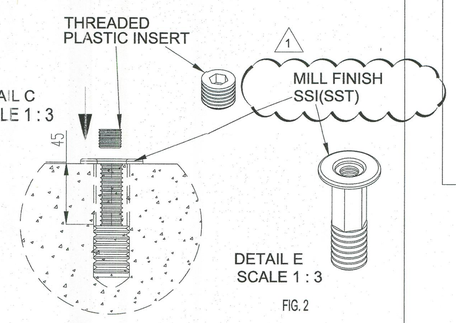

FIG. 2
5. REVERSE THE PROCEDURE WHEN DISASSEMBLING ORS. MAKE SURE THE THREADED PLASTIC INSERTS ARE INSTALLED IN THE SSI TO PREVENT THE CLOGGING UP OF THE SSI. SEE FIG.2